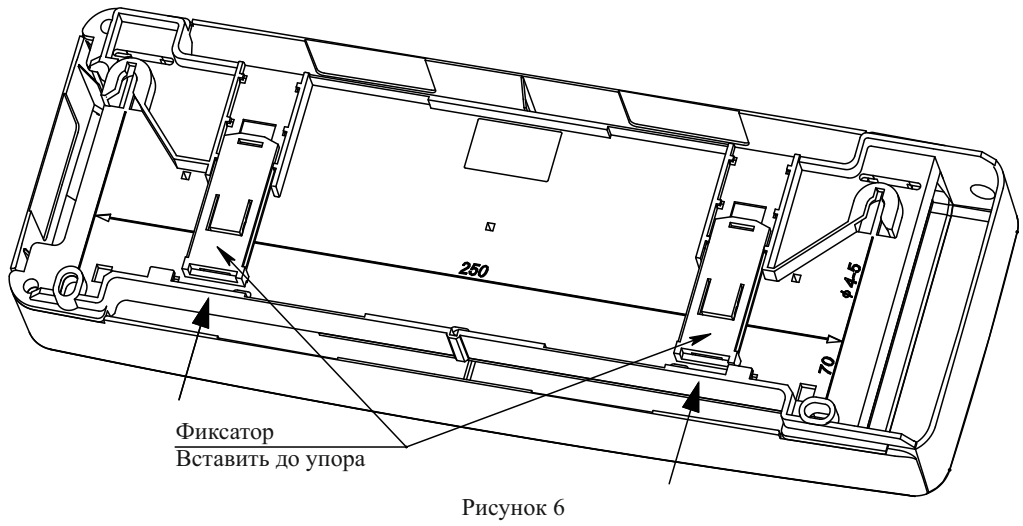

Рисунок 6
– в направляющие основания вставить фиксаторы, входящие в комплектность (рисунок 6);